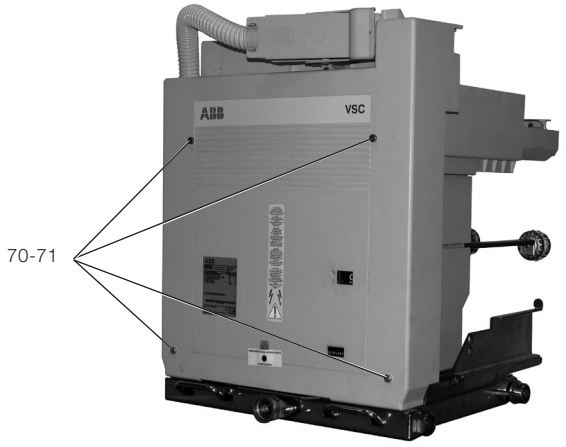
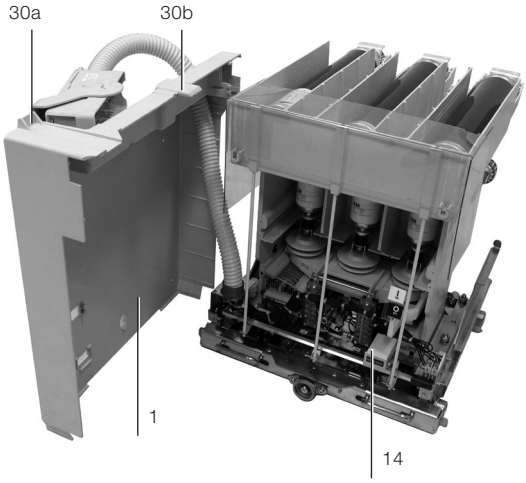
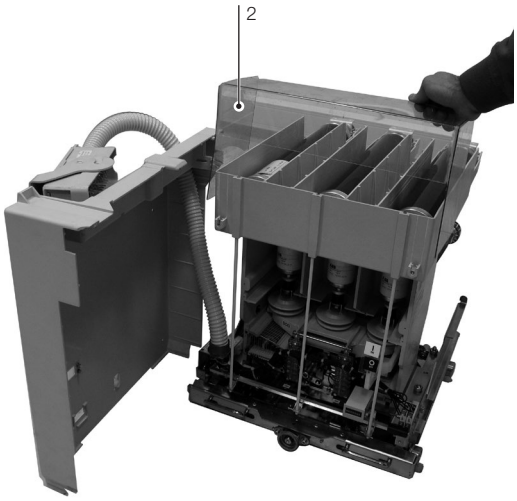
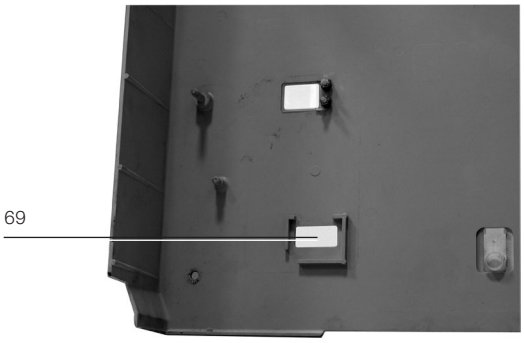

Fig. 18a
Fig. 18b
Fig. 18c
Fig. 18d
Con contattore estratto dal quadro svitare le quattro viti di fissaggio dello schermo e le rispettive rosette DIN (fig. 18a) e posizionarlo come da fig. 18b.
Per contattori da 12 kV rimuovere la protezione (2) e (fig. 18c) procedere alla sostituzione dei fusibili secondo le istruzioni riportate al par. 7.8.
Riposizionare la protezione (1) (fig. 18b) ripetendo in senso inverso le operazioni indicate nel par. 7.7.2.
Rimontare lo schermo. Verificare che il contaimpulsi (14) (fig. 18c) si inserisca nella apposita sede (69) (fig. 18d) e fissare lo schermo con le viti (70) e le rosette DIN (71) (fig. 18a).